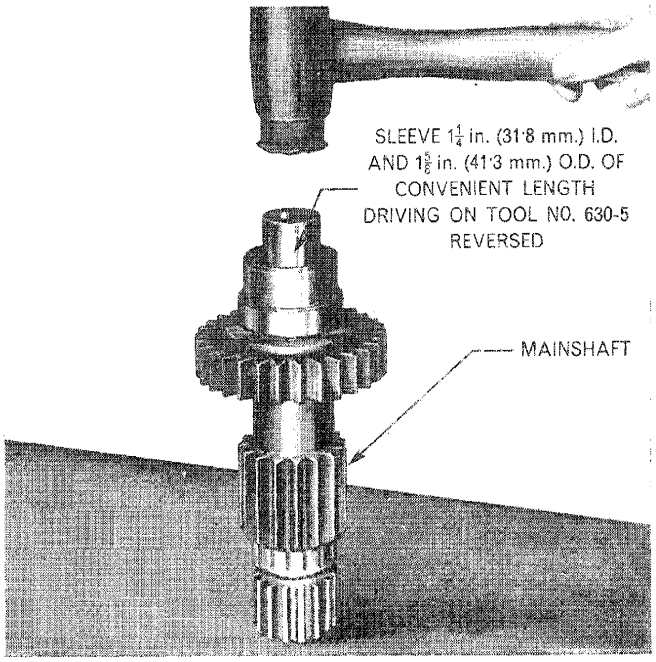

Figure 80
7. If necessary, install a new P.T.O. drive shaft oil seal (after lightly greasing the sealing lip) in the forward end of the mainshaft, with the sealing lip facing rearwards, using Tool No. 630-5 (reversed) and sleeve 1¼ in. (31·8 mm) I.D. and 1⅝ in. (41·3 mm) O.D. of convenient length, Figure 80.